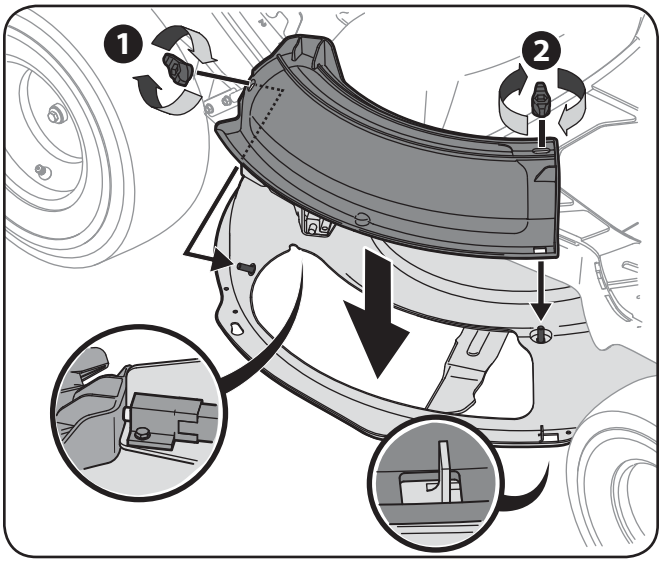

Figure 3-9
2. Installez le bouchon de déchiquetage sur l'orifice d'évacuation du plateau de coupe. Introduisez les goujons sur la surface du plateau de coupe dans les trous sur la partie supérieure du bouchon de déchiquetage. Introduisez la petite encoche sur le rebord du plateau dans le trou carré sur la partie inférieure du bouchon de déchiquetage. Voir Figure 3-9.